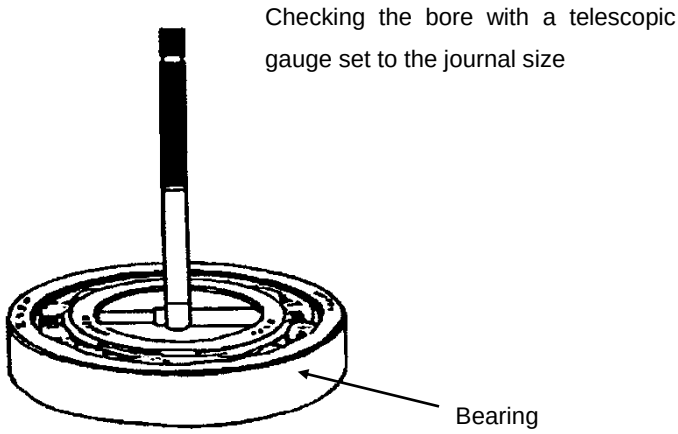

FIG 10.
H. Remove the bearing from the induction heater after the specified temperature has been reached. Check the expansion in the bore with the telescopic gauge. (Fig 10) Do this quickly before the bearing gets a chance to cool down.
M. Remove the bearing from the oil and check its bore with the telescopic gauge as shown in Fig 10.